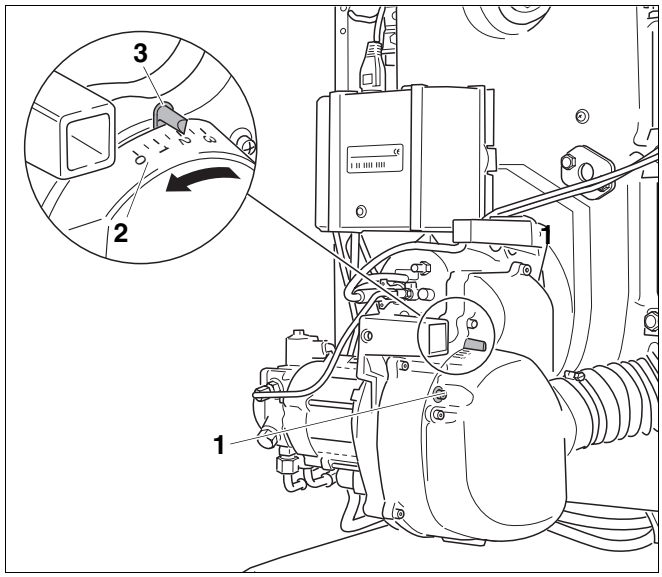

Afb. 24 Aanzuigluchtgeleiding instellen
- Maak de aanzuigluchtgeleiding (ALF) los (afb. 24, **pos. 1**).
Let erop, dat bij een hogere ventilatordruk een verschuiving van de regelaar resulteert in kleinere waarden op de schaal. Dat stemt overeen met de richting van de pijl in afb. 24.